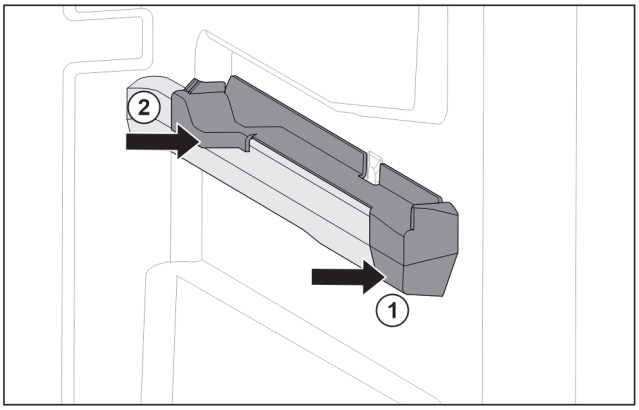

Fig. 142 Élément emboîtable sur la nervure de récipient droite
▶ Poser le devant de l'élément emboîtable contre la nervure de récipient. *Fig. 142 (1)*
▶ Enfoncer l'arrière de l'élément emboîtable. *Fig. 142 (2)*